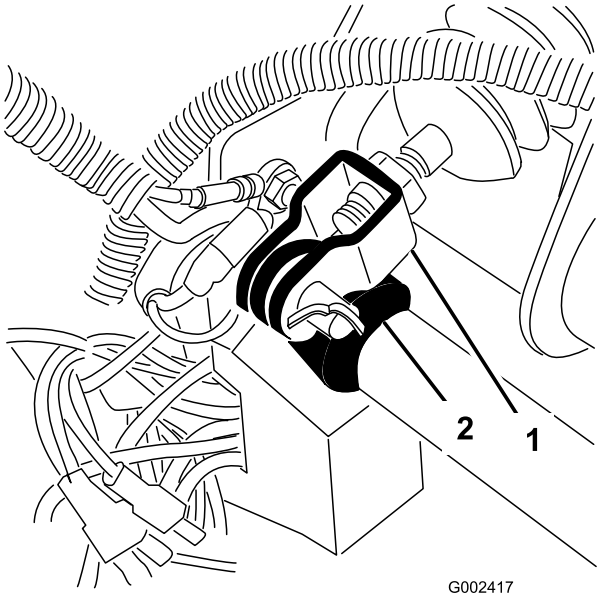

**Figur 64**
1. Ta bort saxpinnen och sprintbulten som fäster huvudcylinderoket vid bromspedalstappen (Figur 64).